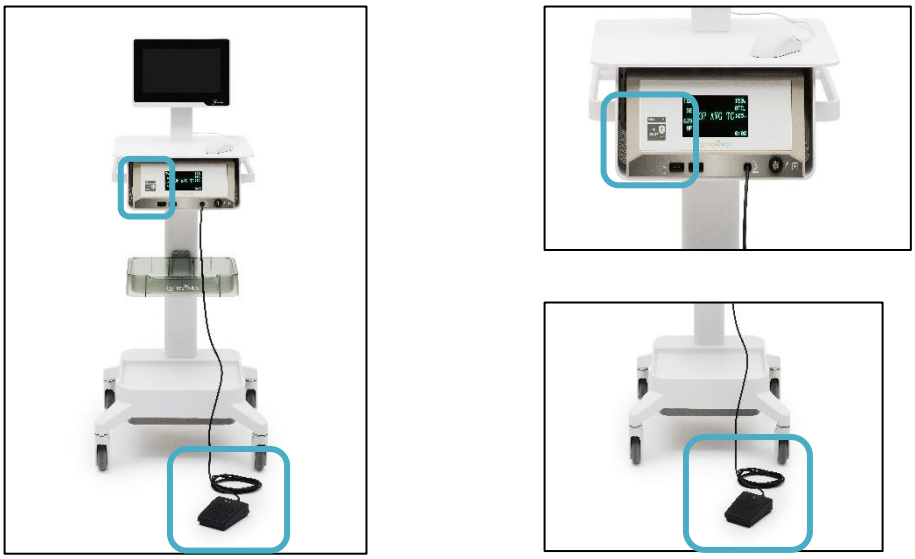

Figura 4-29. Per interrompere manualmente l'energia RF, premere il pedale o il pulsante RF ON/OFF del generatore
Quando il sistema è in modalità PRONTO, l'ablazione RF non si avvia finché non viene premuto il pedale o il pulsante RF ON/OFF nella parte anteriore del generatore RF (vedere la Figura 4-29).
- Per attivare l'energia RF, premere brevemente il pedale una volta, oppure premere il pulsante RF ON/OFF sul pannello anteriore del generatore (vedere la Figura 4-29) per applicare l'energia RF al tessuto attraverso l'introduttore e gli elettrodi ad ago.
- Se la paziente si muove oppure la posizione della mano dell'operatore cambia, il confine di sicurezza termica potrebbe venire spostato oltre il margine della sierosa. In tal caso, interrompere immediatamente l'ablazione RF, retrarre gli elettrodi ad ago, retrarre l'introduttore ed eseguire un nuovo puntamento (vedere la Figura 4-29).
- Per interrompere l'ablazione RF in qualsiasi momento, premere il pedale o il pulsante RF ON/OFF sul generatore (vedere la Figura 4-29).